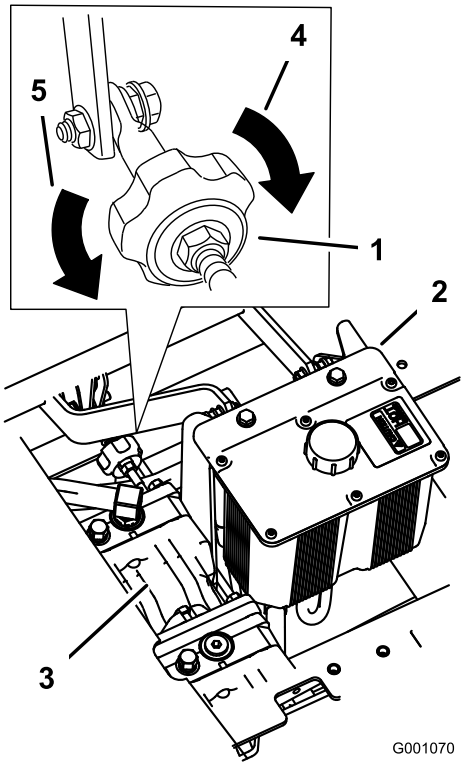

Figur 57
4. For å få maskinen til å gå til høyre dreier du knotten mot høyre side av maskinen. Se Figur 57.
5. For å få maskinen til å gå til venstre dreier du knotten mot venstre side av maskinen. Se Figur 57.